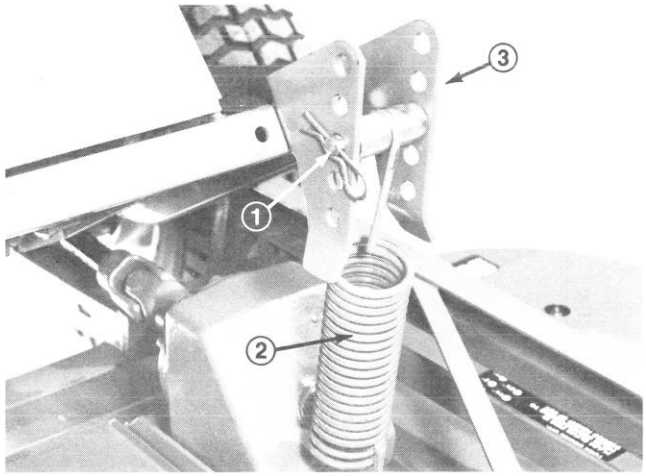

Figure 38
2. Remove clevis pin from bracket to separate spring from bracket (Fig. 38).